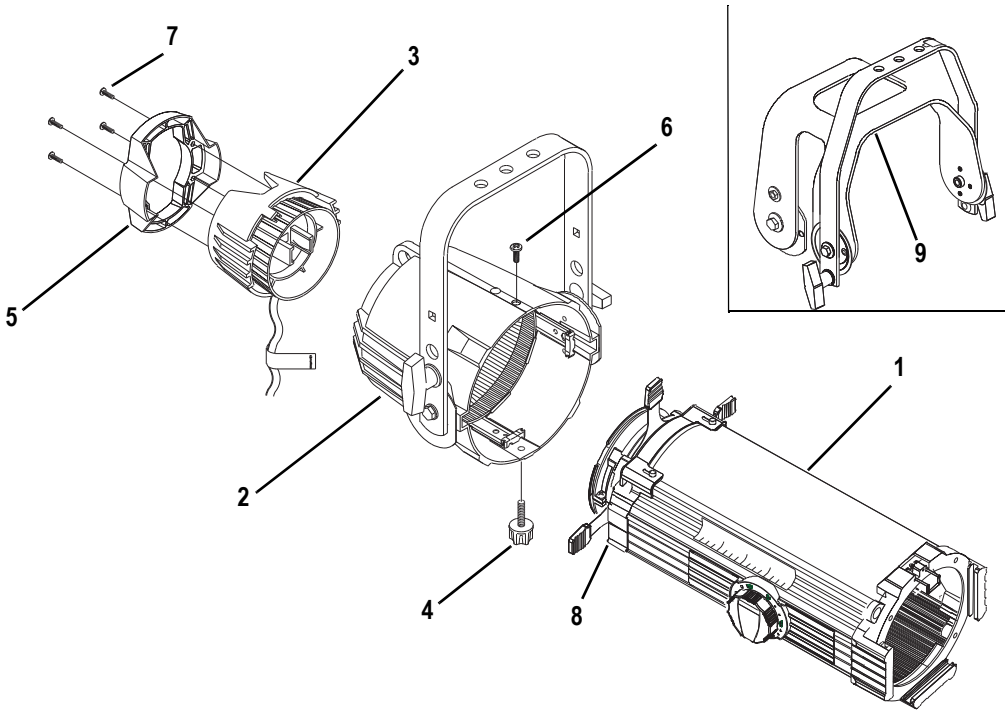
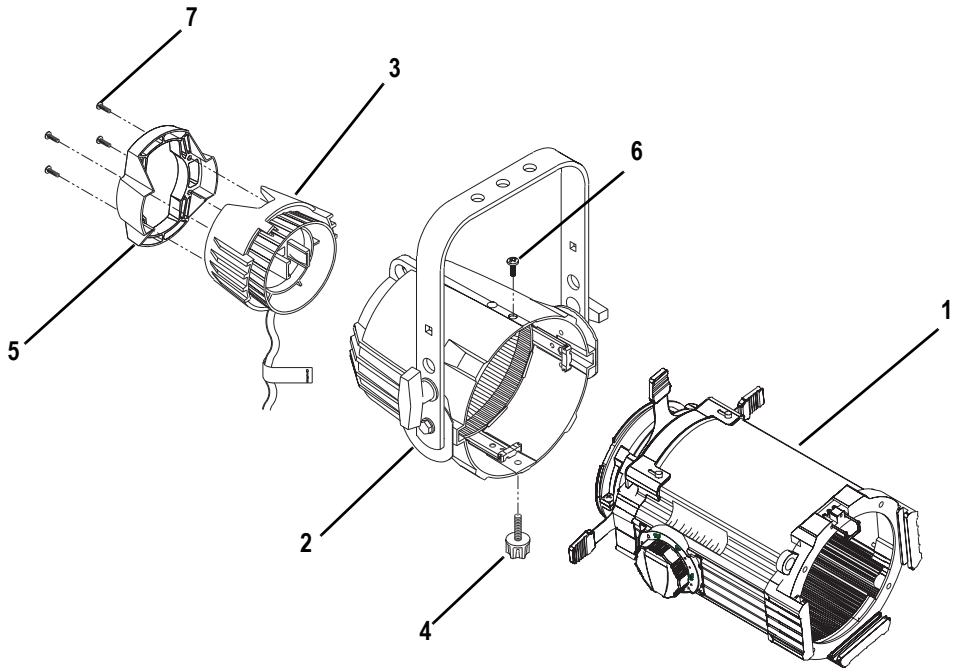

**Figure 1**
**Figure 2**
Step 5: Insert lens tube assembly (1) fully into the reflector housing assembly (2). Turn lens tube assembly 1/4 turn and align the two mounting holes. Secure with screw (6) on top, and knob (4) on bottom. Tighten both securely. See *Figure 1* or *Figure 2*.
Step 6: Install the lamp socket assembly (3) to the reflector housing (2) and secure with brass knurled screw on rear of lamp socket assembly.